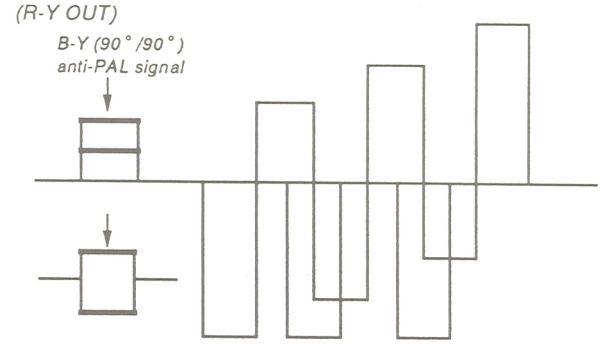

Fig. 16
4) Adjust B-Y PHASE PAL so that the B-Y anti-PAL signal waveform is 0. (Fig. 16)